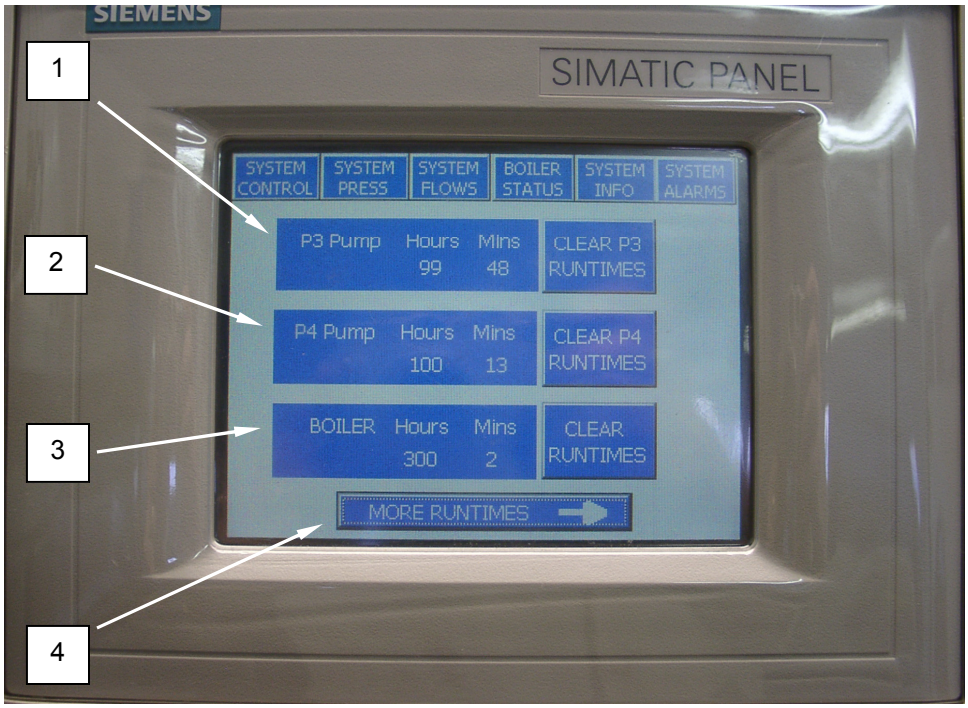

Figure 11. Runtimes Display.
The screen displayed in Figure 11 will appear. This display provides information on the runtimes for the P3 pump **(Figure 11, Item 1)**, P4 pump **(Figure 11, Item 2)**, and the boiler **(Figure 11, Item 3)**. The runtime information may be cleared from this screen.
3. If additional runtime information is required, touch the MORE RUNTIMES button **(Figure 11, Item 4)**.